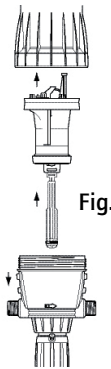

Fig. 17
- Remove the motor piston**(Fig. 17)** by pulling it up.